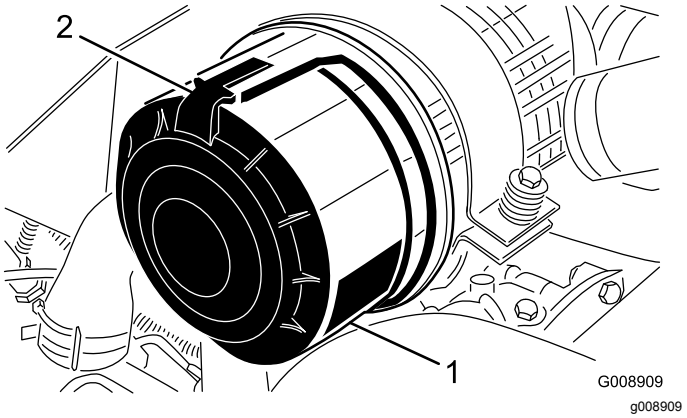

Figur 96
1. Utløs låsene som fester luftrenserdekslet til luftrenserhuset (Figur 96).